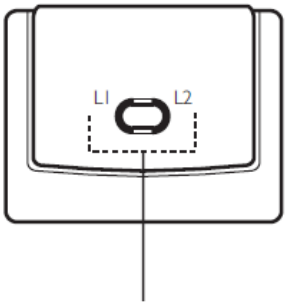

Fig. 16: LEDS del receptor
4. El led L1 del receptor, parpadeará (Fig. 16) realizando alguna de las siguientes frecuencias: Ver la Fig. 27 para más detalles.